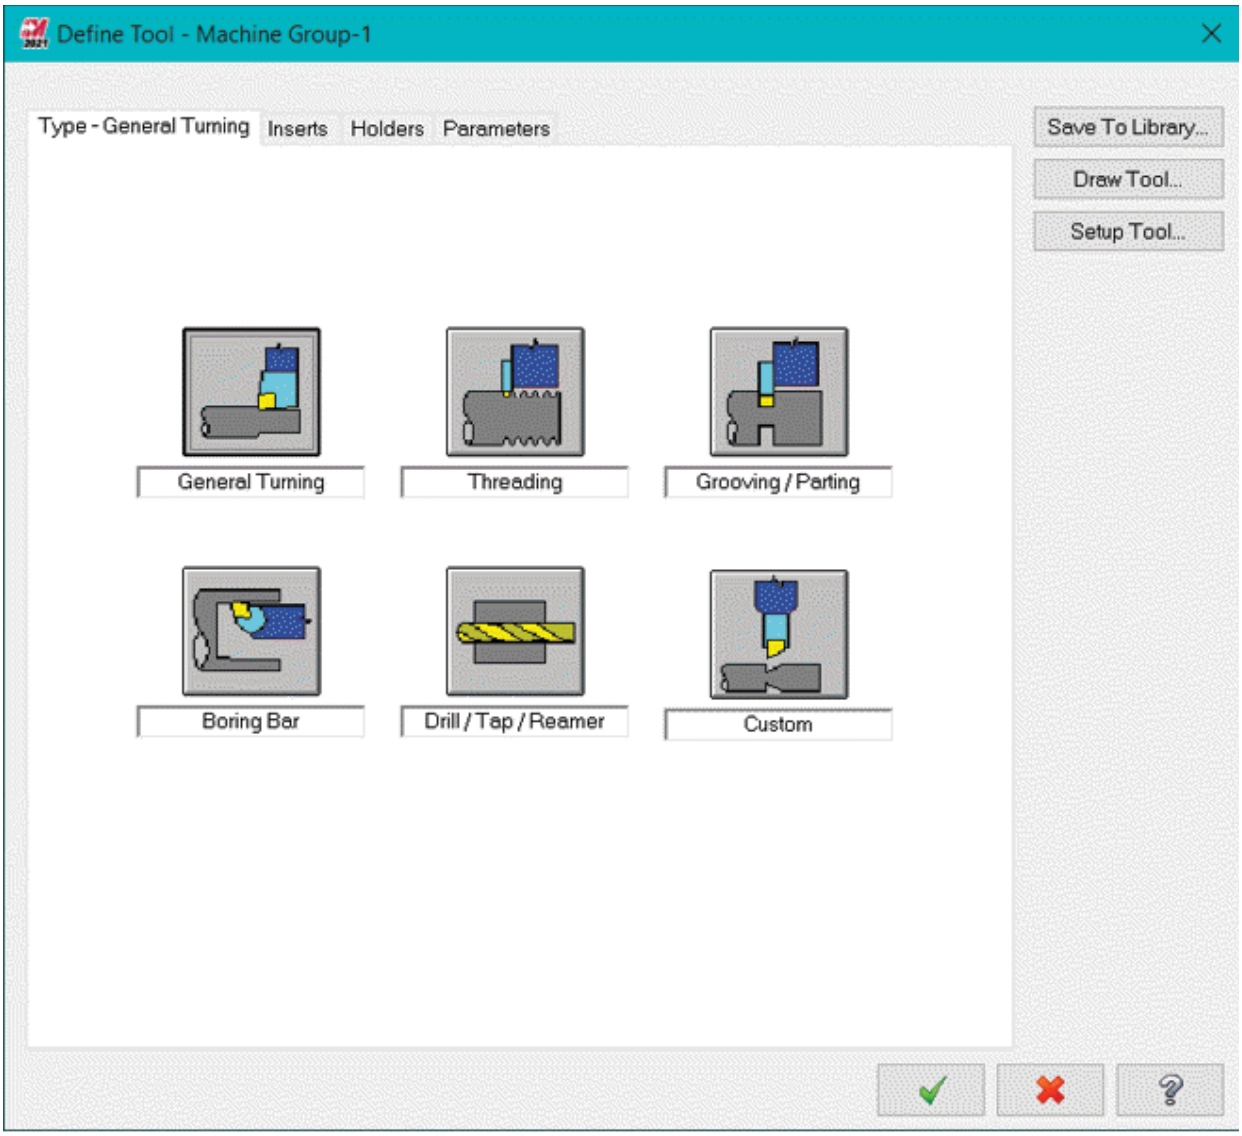

Figure-27. Define Tool dialog box with tool types
- Click on the **Type** tab from the dialog box. The **Define Tool** dialog box will be displayed as shown in Figure-27.